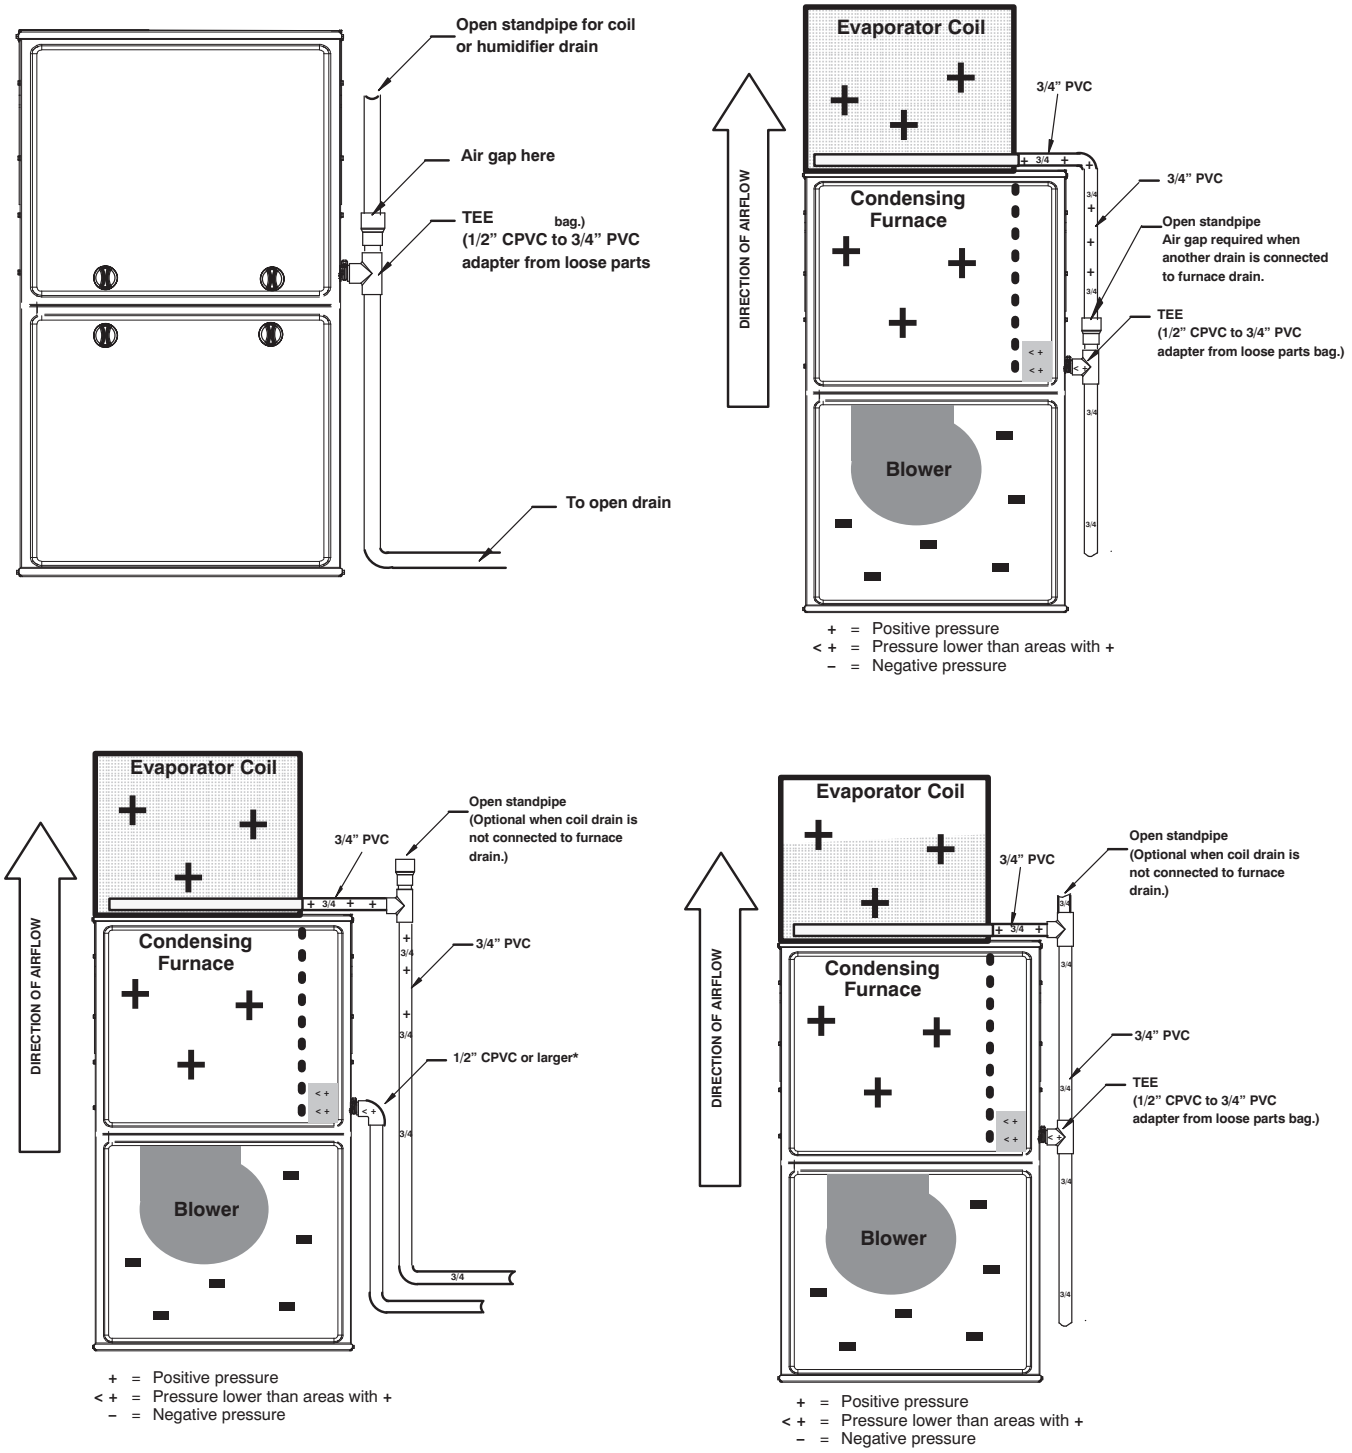

Fig. 14 - Example of Field Drain Attachment
c. All condensate piping is at least 3/4-in. PVC and there is a relief tee at the top of condensate drain piping as shown in Fig. 14.